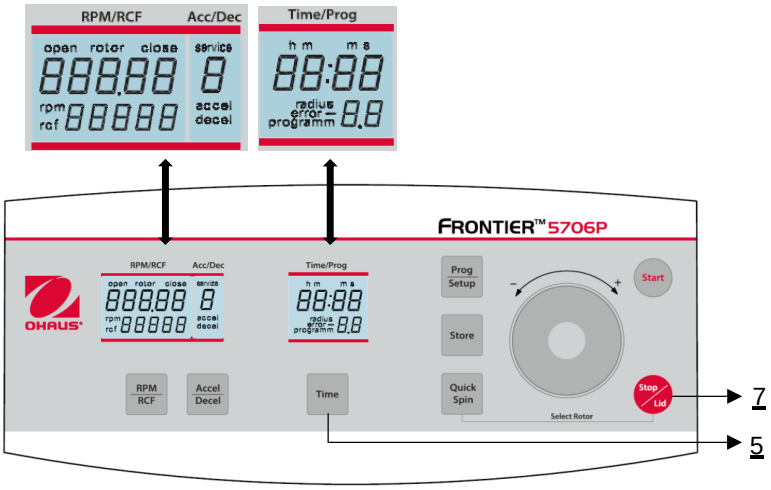

**Figure 28**
Open the centrifuge lid and shut off the main switch. Now switch on again the main switch. For approximately 3 seconds “5706P“ will be shown in the display as well as the current software version. Press during this time the keys **"Time"** (5) and **"Stop/Lid"** (7) simultaneously. As a result, a display test is executed for approx. 3 seconds. All indicators will appear at the same time **(see Figure 28).**